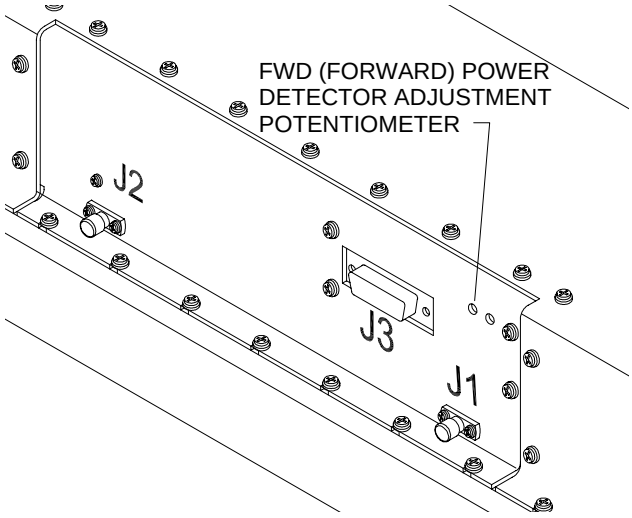

Figure 6-63 Driver Amplifier Assembly Alignment Pot Locations
8. Adjust the *FWD* detector on the driver being aligned (this is located on the Driver module in the port-hole closest to connector J3, see Figure 6-63) so that the SCMI display reads ~700W. There is no adjustment for the RFL detector on the Driver module, as it is not used.